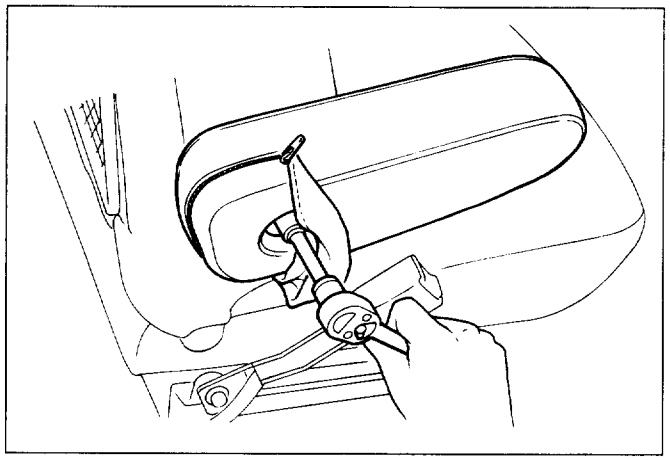

Fig. 10-184
- Open the armrest fastener and remove the fixing bolt (Fig. 10-184)